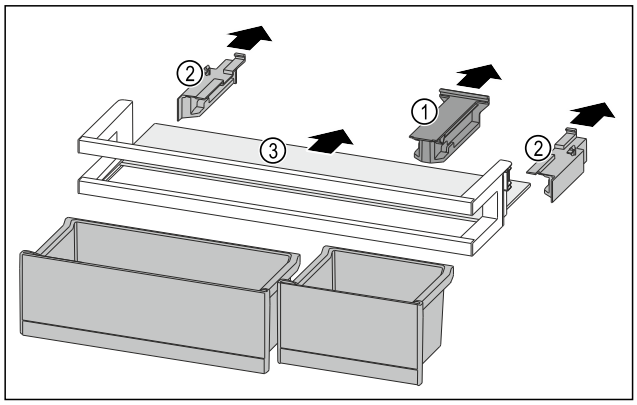

Fig. 133
▶ Pull off the retaining part *Fig. 133 (1)*.
▶ Pull off the side part *Fig. 133 (2)*.
▶ Remove the shelf *Fig. 133 (3)*.